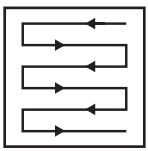

**Fig. 18**
5. Mow in slight overlapping rows. The most effective pattern for mowing lawns is straight lines along one of the sides. This will keep the rows even and ensures that all the lawn is cut without missing any spots (Fig. 18).